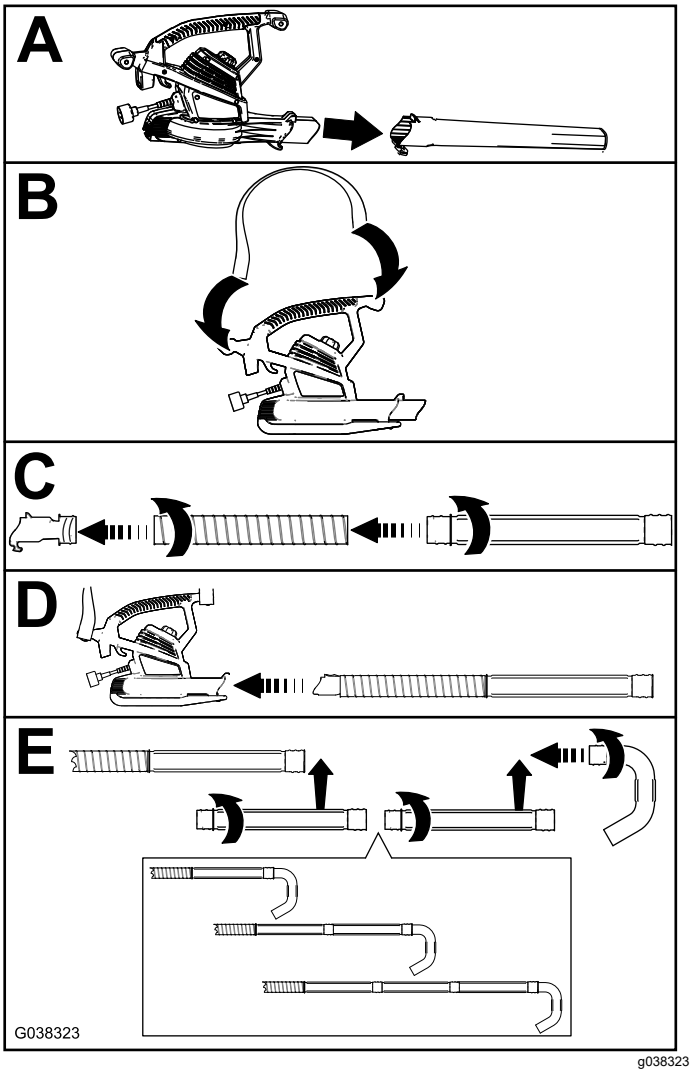

Figuur 3
4. Monteer de flexibele buis en de verlengbuizen aan de kraag zoals getoond in C en E van Figuur 3.